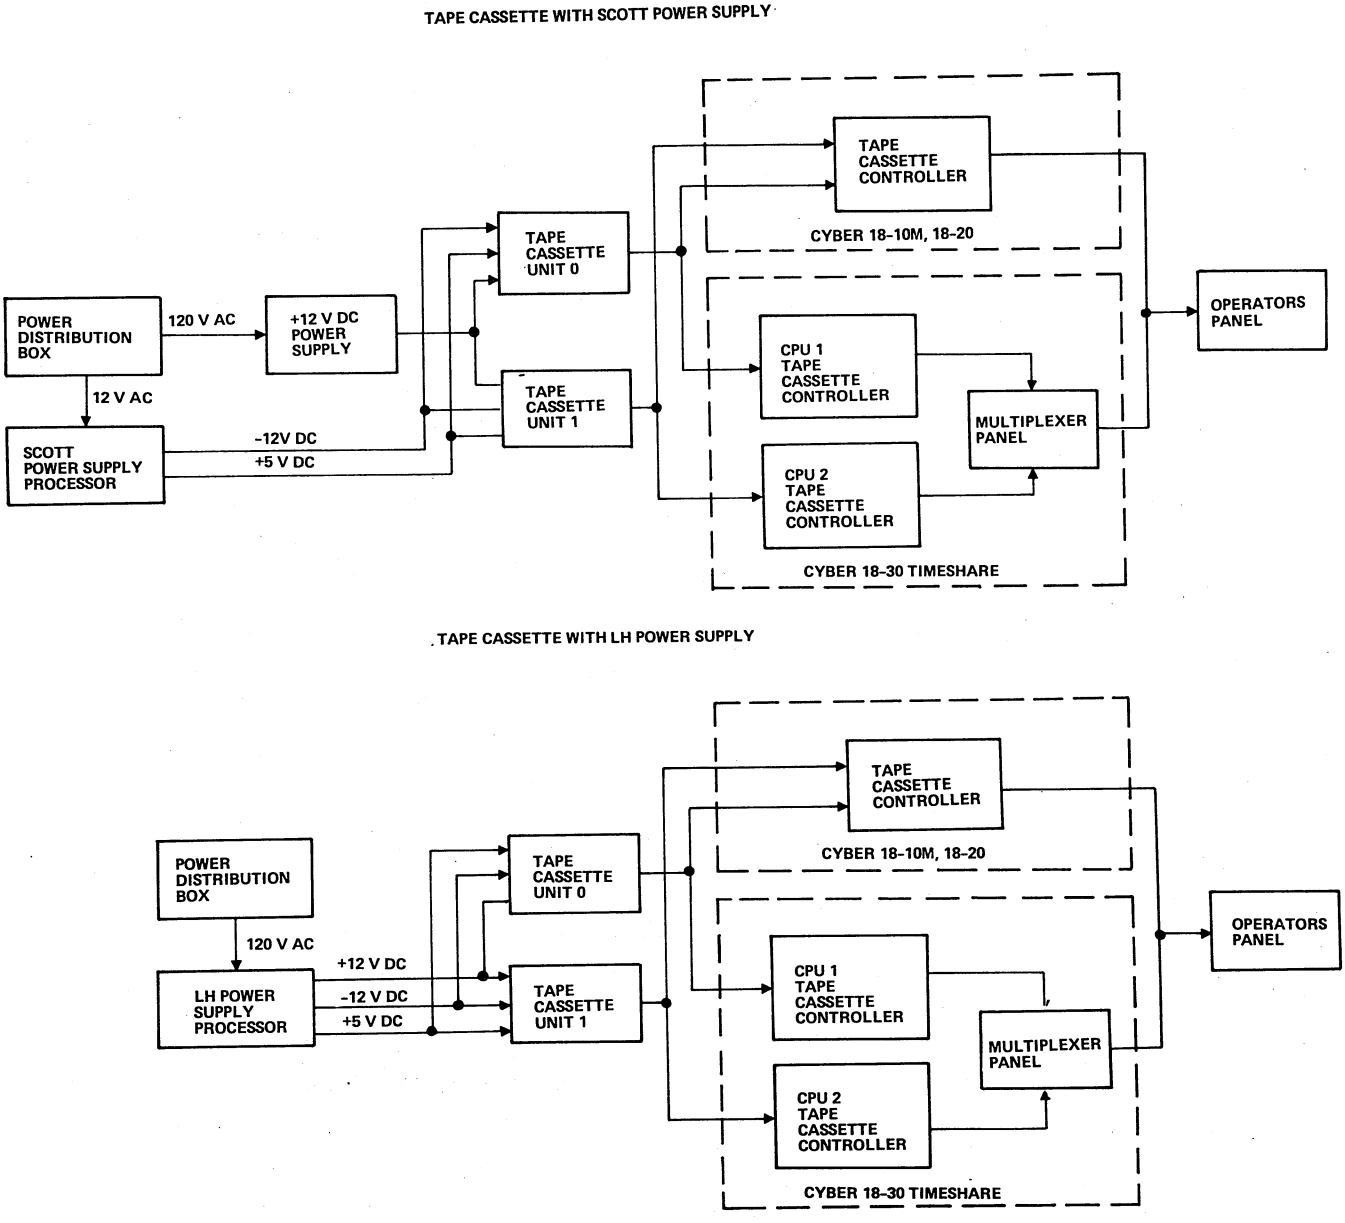
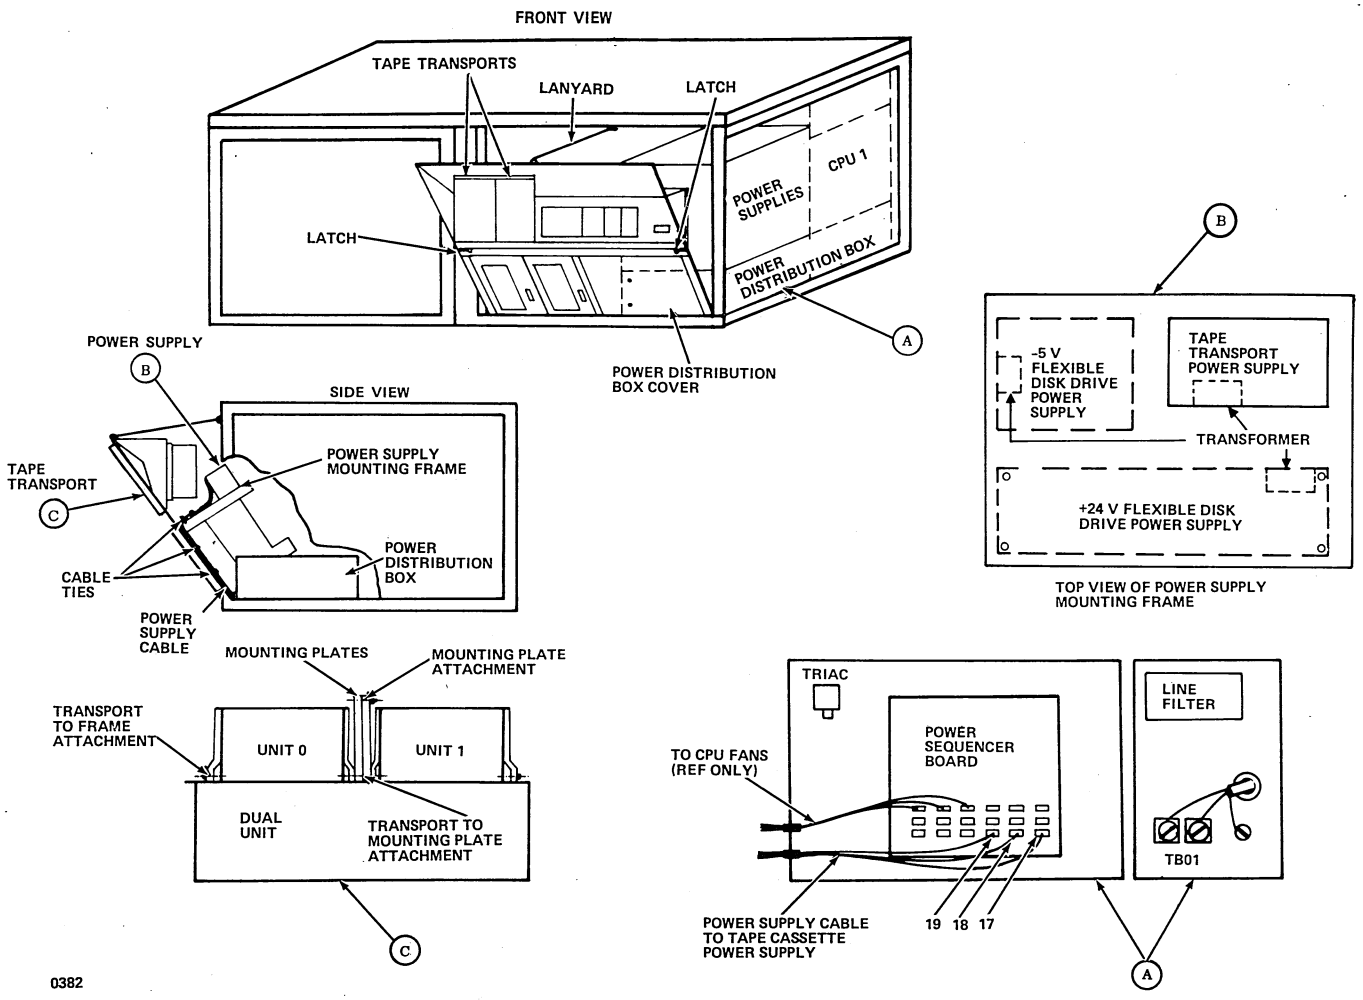

Figure 11-1. Tape Cassette System Block Diagram
Figure 11-2. Tape Cassette Power Supply and Power Cable Installation for Systems Using the Scott Power Supply
The tape cassette transport is capable of reading and writing at a tape speed of 7.5 inches per second. The tape cassette capability is supplied with the CYBER 18-30 Timeshare system and may be added to the CYBER 18-20 configuration. Dc power for the tape cassette transport is provided by the processor power source on systems that use the LH power supply. The +12 V dc for the tape transport is provided by separate power supply within the processor on systems that use the Scott power supply. Refer to figure 11-1 for the tape cassette subsystem block diagram. Refer to figures 11-2 and 11-3 plus section 2 for additional processor power supply information.
3. Release the latches of the equipment mounting frame (figure 11-2) and pull the frame top forward to the limit of the lanyard.
4. Remove the cover from the power distribution box (figure 11-2).
1. Remove the power supply cover from the power supply mounting frame. Place the power supply on the power supply mounting frame as indicated in figure 11-2.
1. Remove the left-hand filler bracket from the tape transport mounting opening (figure 11-2 or 11-3).
1. Using the flathead machine screws, attach the cassette mounting plates (part number 96744946) to each of the two tape transports; one plate to the side of one tape transport and one plate to the right side of the other tape transport (figure 11-2 or 11-3).